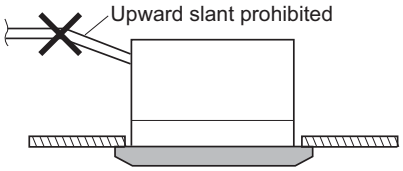

Fig. 2-196
- **Do not install the pipe with an upward slant from the connection port. This will cause the drain water to flow backward and leak when the unit is not operating. (Fig. 2-196)**